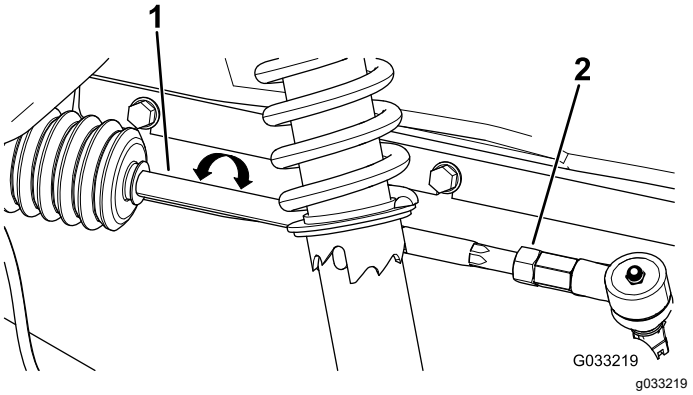

Figur 58
2. Om måttet inte hamnar inom 0–6 mm ska du lossa kontramuttrarna i den yttre änden av dragstängerna (Figur 58).